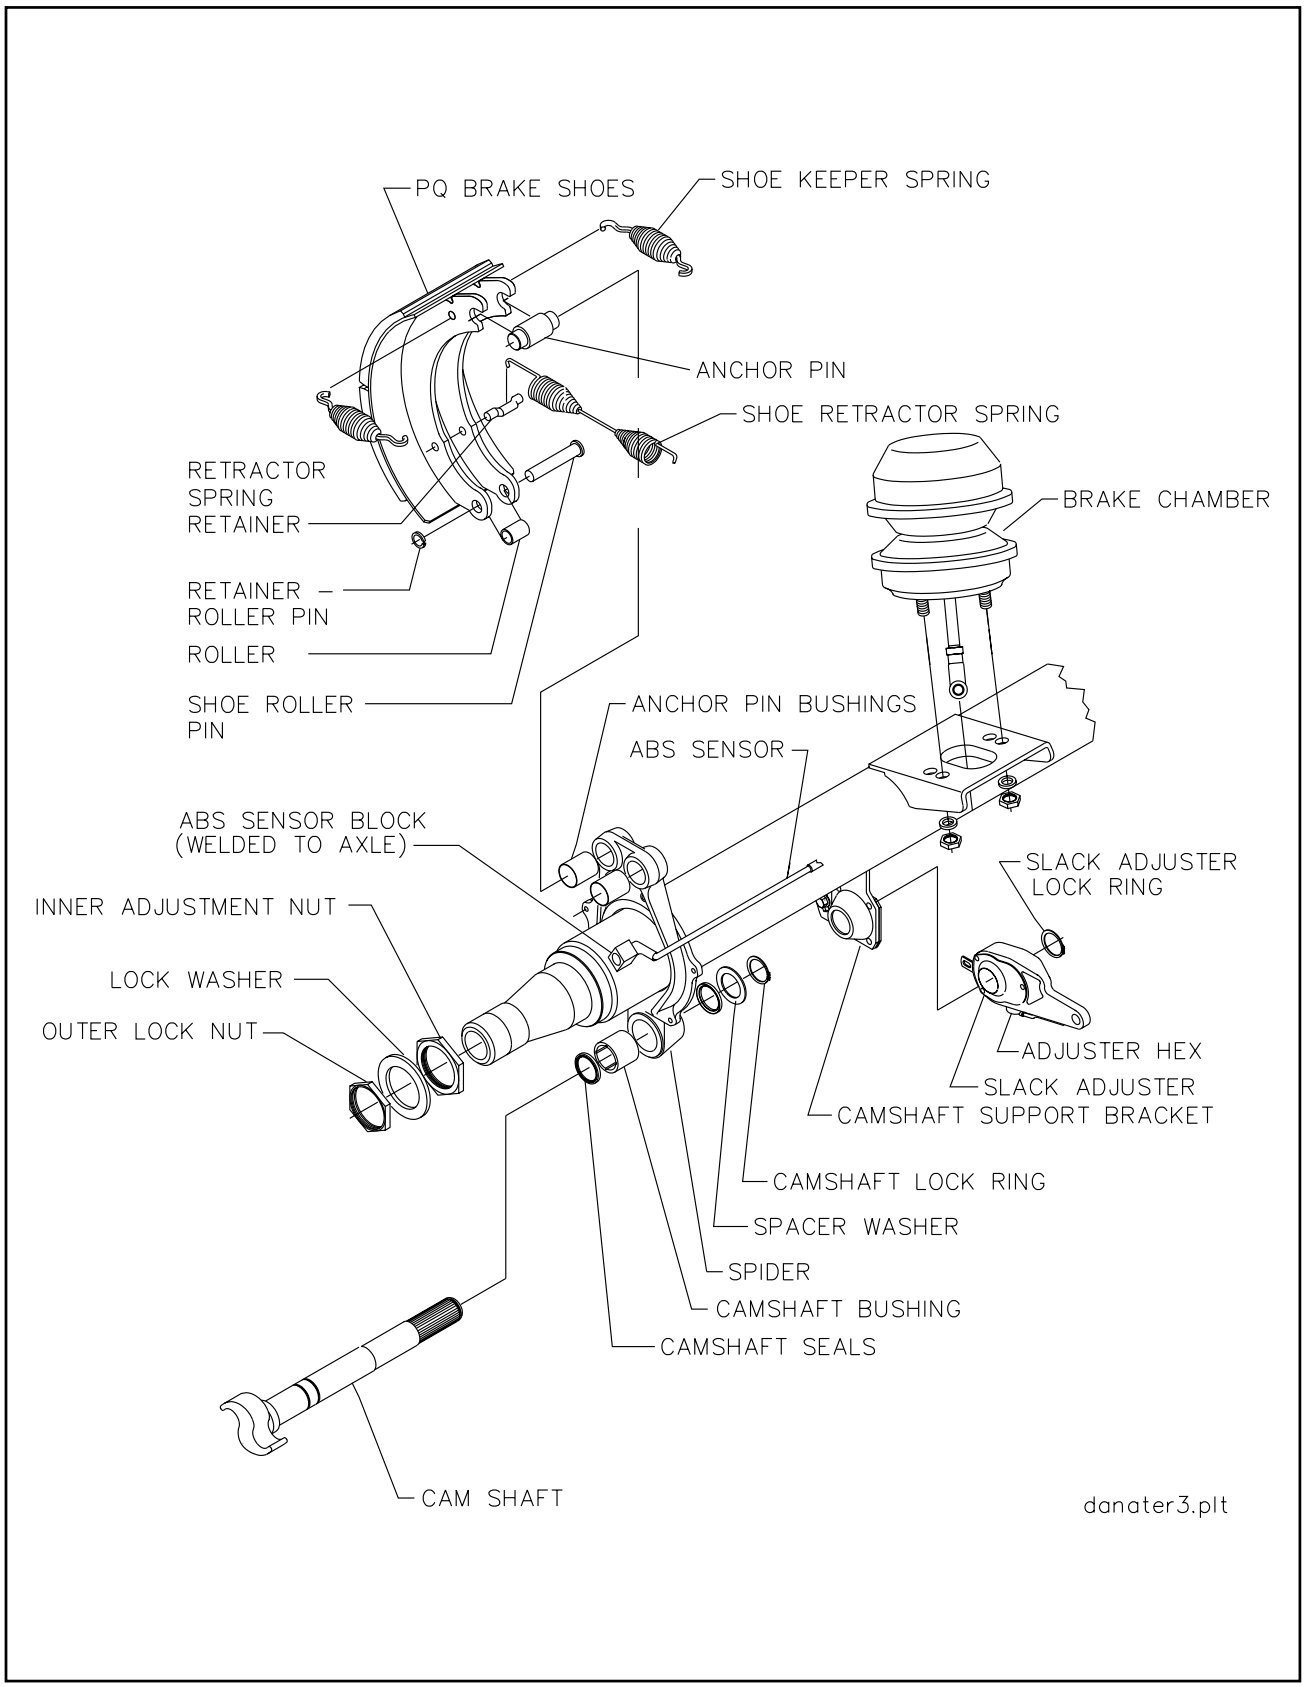

Figure 4-10 Axle and Brake Assembly
b. Disassembly for 12-1/4" X 7-1/2" Brakes (See Figure 4-10)
3. Remove drum assembly **(See Figure 4-10).**
c. Reassembly for 12-1/4" X 7-1/2" Brakes (See Figure 4-10)
d. Disassembly for 16-1/2" x 7" Brakes (See Figure 4-10)